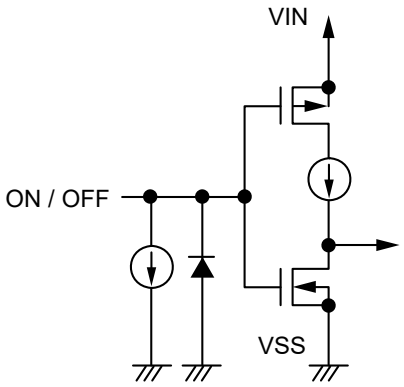
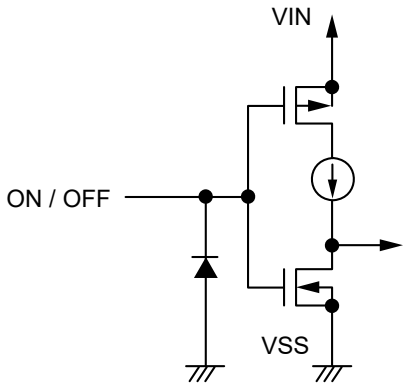

Figure 19 S-13R1 Series A / C type
Figure 20 S-13R1 Series B / D type
Note that the current consumption increases when a voltage of 0.3 V to 1.0 V is applied to the ON / OFF pin. The ON / OFF pin is configured as shown in **Figure 19** and **Figure 20**.
***1.** Note that the IC's current consumption increases as much as current flows into the constant current of 0.1 μA typ. when the ON / OFF pin is connected to the VIN pin and the S-13R1 Series A / C type is operating (refer to **Figure 19**).